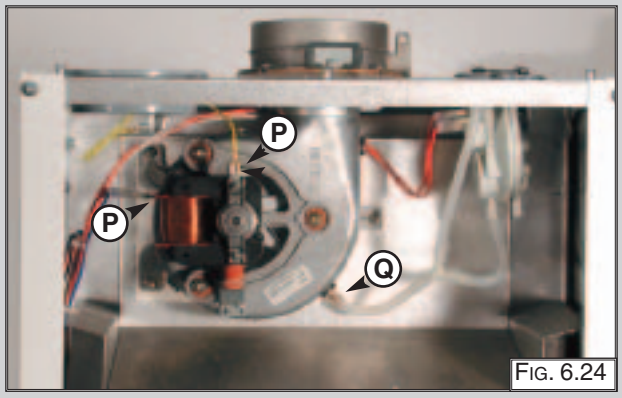

FIG. 6.24
1. Disconnect electrical connections “P” and silicone pipe “Q” (FIG.6.24);